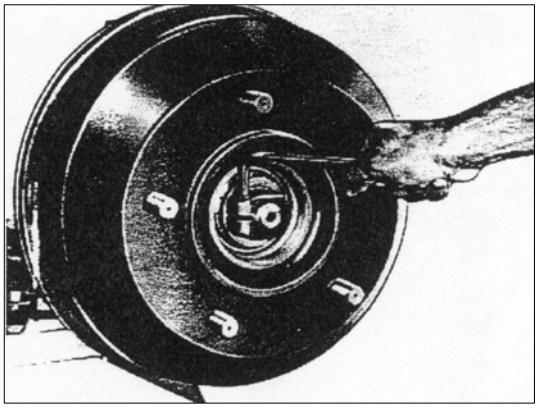

РИС. 286
14) Застопорите разрезную гайку при помощи стопорного болта (см. рис.286), используя шестигранный ключ. Максимальный осевой люфт ступицы в пределах 0.03-0.06 мм.